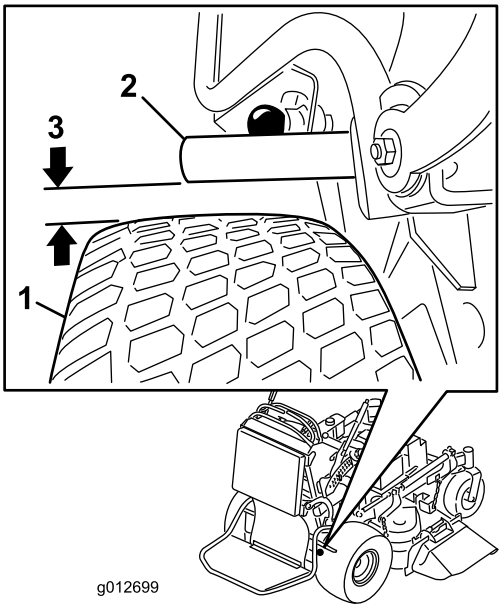

Figur 61
4. Mål avstanden mellom bremsestangen og dekket når bremsen er frigjort. Avstanden må være mellom 5 og 8 mm (Figur 61). Se avsnittet Justere parkeringsbremsen når justering er nødvendig.
5. Juster krysshodet. Avstanden mellom bremsestangen og dekket må være mellom 5 og 8 mm. For å stramme bremsen vrir du stangen oppover. For å løsne bremsen vrir du stangen nedover (Figur 61).